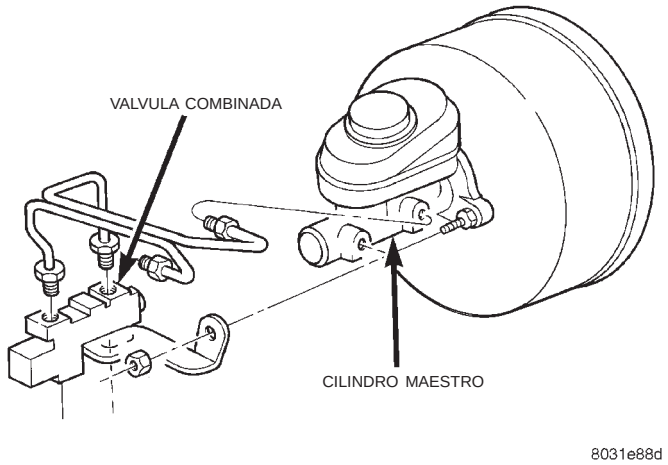

Fig. 20 Válvula combinada
(3) Desconecte los tubos de freno de la válvula combinada (Fig. 20).
(4) Retire la tuerca de instalación y retire la válvula.
(1) En los vehículos con volante a la derecha (RHD) retire el depósito de reserva y derrame de refrigerante. Consulte el grupo 7, Sistema de refrigeración.
(2) Retire los conductos de freno del cilindro maestro y la válvula combinada (Fig. 20).
(3) Desconecte el cable del conmutador de presión diferencial de la válvula combinada.
(4) Retire las tuercas de instalación del soporte de la válvula combinada y retire la válvula (Fig. 20).